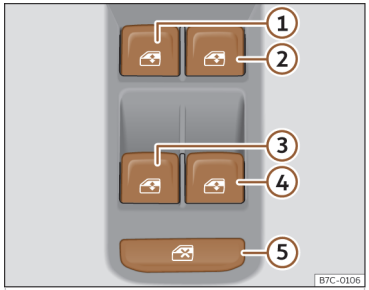

Abb. 81 Ausschnitt der Fahrertür: Tasten zum Bedienen der elektrischen Fensterheber
Mit dem Sicherheitsschalter ››› **(Abb. 81)** ⑤ in der Fahrertür können die Fensterheber-Tasten in den hinteren Türen außer Funktion gesetzt werden.